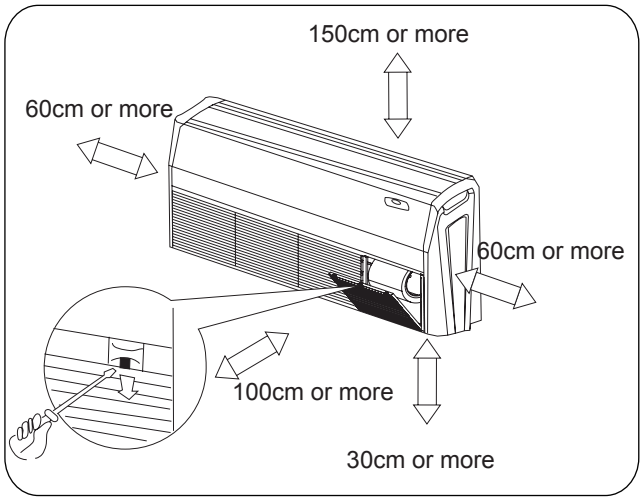

Fig.2
(1) Such a place where cool air can be distributed throughout room.
(2) Such a place where condensation water is easily drained out
(3) Such a place that can handle the weight of the unit.
(4) Such a place which has easy access for maintenance.
(5) Such a place where is permitting easy connection with the chilling water pipe.
(6) Such a place where is 1m or more away from other electric appliances such as television, audio device, etc.
(7) Avoid a location where there is heat source, high humidity or inflammable gas.
(8) Be sure that the installation conforms to the installation dimension diagram.
(9) The space around the unit is adequate for ventilation(Refer to Fig.2)
(10) The height of the installed location should be 2.3m or more from the floor.